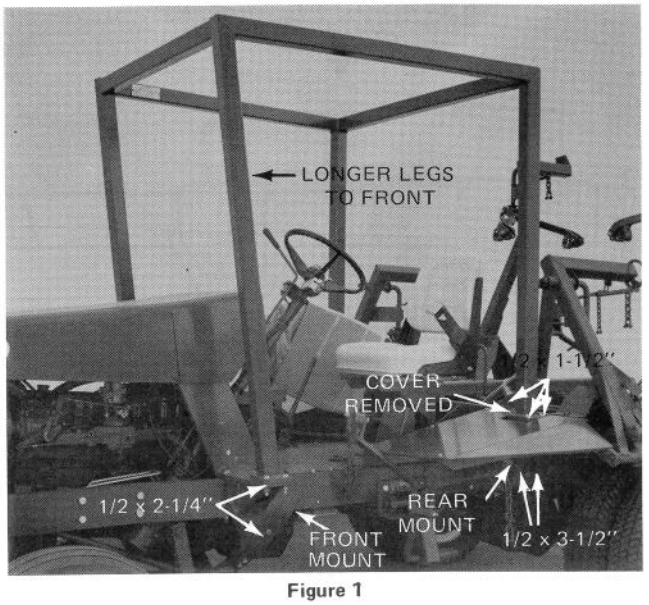

Figure 1
10. Install the roll bar as shown in Figure 1.